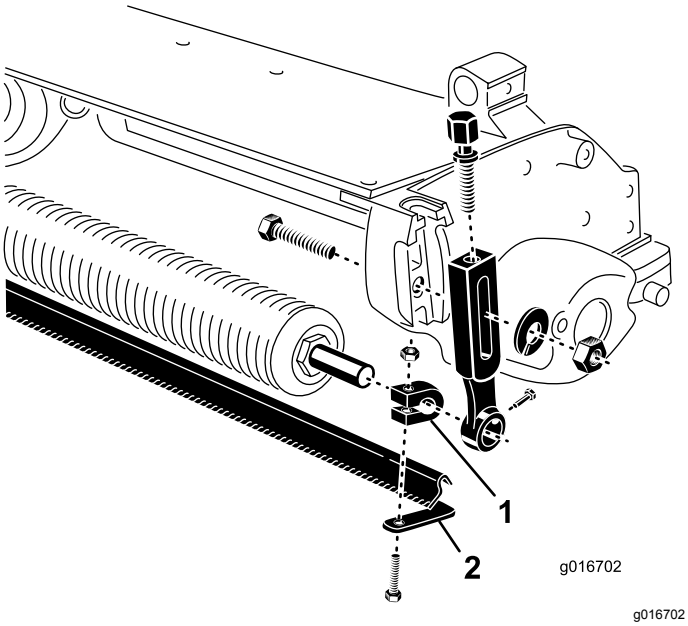

Figuur 2
5. Breng op elke klem een inbusbout en een moer aan (Figuur 2). Niet te vast aandraaien.
6. Breng een asklem aan op elk uiteinde van de rolas (Figuur 2).
9. Plaats de borstel tussen de voorrol en het maaidek zoals op Figuur 2.